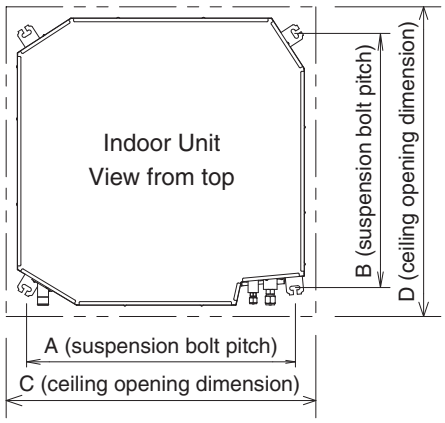

Fig. 2-30
(2) Follow Fig. 2-30 and Table 2-11 to make the holes in the ceiling.